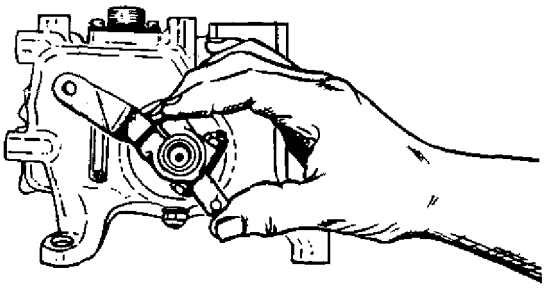

Figure 24. Installing Fuel Cutoff Output Lever
f. Install fuel cutoff output lever (1, figure 1) (offset out) on feathering shaft, aligning blind splines (figure 24).